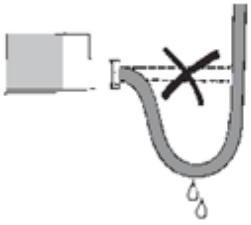

Рис.4.4.4.
4.4.4. Для предотвращения попадания влаги в штекер MBT5250R через кабельный ввод электрический кабель должен быть закреплен по всему диаметру и установлен так, как это показано на рис.4.4.4.